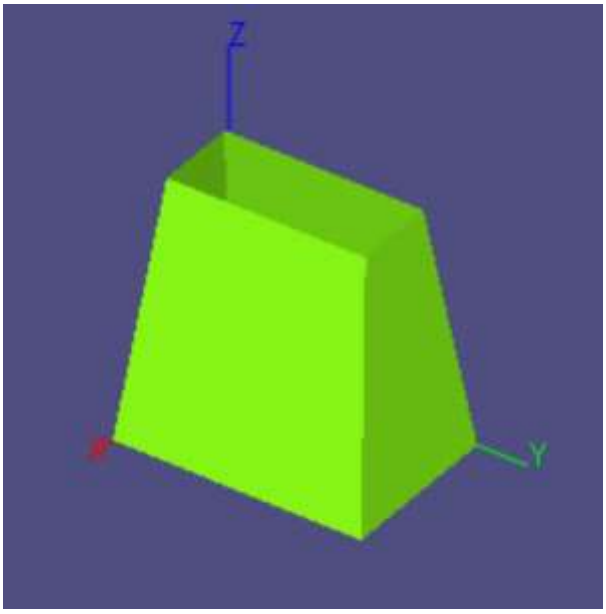

Рис.1.30. Призма
***Model Type = Tapered Prism*:** Наклонная призма с разными плоскостями сечения (рис. 1.30).